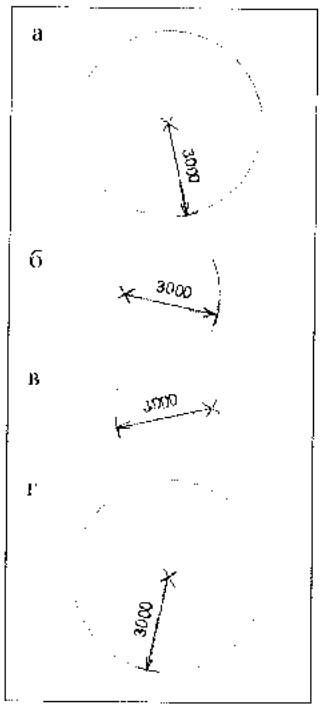

Рис. 8.9. *Четыре положения центра дуги при ее построении по концевым точкам и радиусу*
- *дуга по радиусу* (*Start-End-Radius Arc*). Если установлен флажок **Radius** и в поле справа задано значение радиуса дуги, то после указания второй точки предлагается дуга с заданным радиусом и центром в одной из четырех допустимых позиций (рис. 8.9).